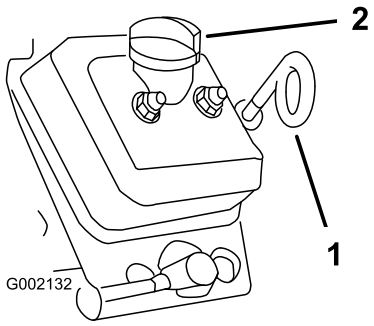

Figur 44
8. Gør rent rundt om oliepinden, påfyldningsdækslet og påfyldningsstudsen, og tag målepinden ud (Figur 44).
9. Fjern påfyldningsdækslet, og hæld den angivne olie i påfyldningsstudsen, indtil oliestanden når Full-mærket på målepinden (Figur 44).
10. Sæt målepinden helt ind i målepindsrøret, fjern målepinden, og kontroller oliestanden (Figur 44).
11. Monter målepinden i målepindsrøret og påfyldningsdækslet på påfyldningsstudsen, indtil målepinden og dækslet sidder godt fast (Figur 44).